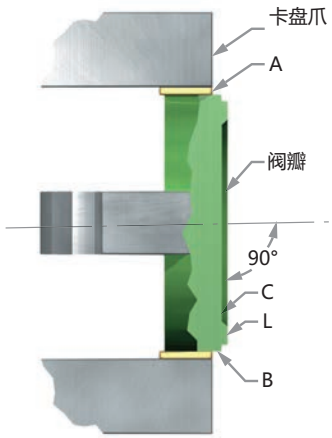

图 27: 标准阀瓣座面
按如下步骤加工标准阀瓣座面（参见图 27）：
1. 将阀瓣 (6) 夹持在一个 4 爪独立卡盘（或夹头，如合适），卡爪和阀瓣之间放一块软材料，如铜或纤维（见图 27）。
2. 调准阀瓣 (6)，使标记 B 和 C 的表面对准度在总指针读数上达 0.001" (0.025 mm)（见图 27）。
- 达到最小尺寸 N 或 T（见图 30a、30b、30c 以及表 5a 和 5b）后，就须报废阀瓣。不要重建 C 面（见图 27）。